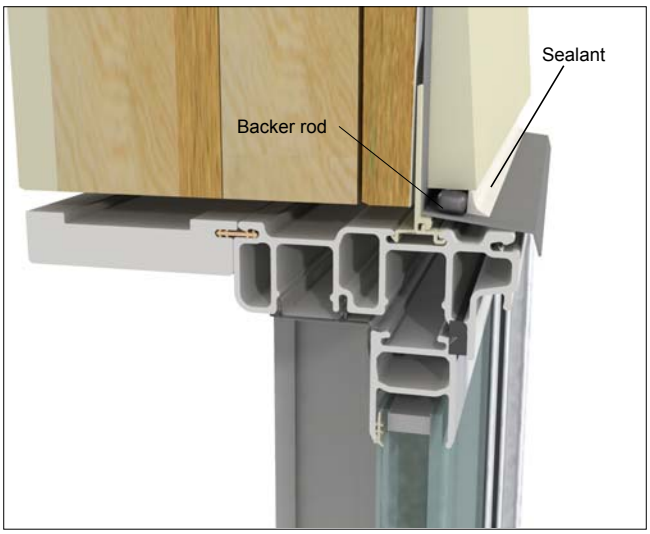

Figure 11 Apply perimeter sealant between window and exterior finish.
2. After exterior finish or siding is installed, apply sealant around the exterior perimeter of the unit frame or casing. As needed, insert backing material between the frame or casing and the structure to provide a proper sealant joint. Sealant depth must be equal to width between unit and exterior finish material (brick and masonry apply). Always refer to the manufacturers' recommendations for proper surface preparation and application. See figure 11.